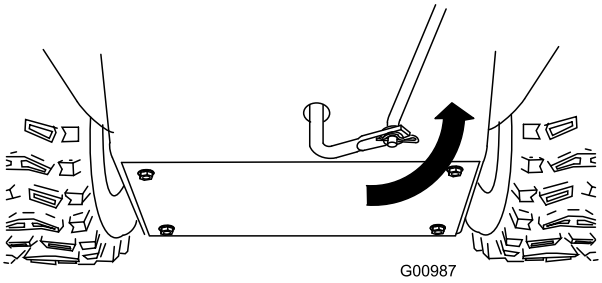

Figur 6
5. Drei den nedre leddarmen mot klokken, helt opp (Figur 6).